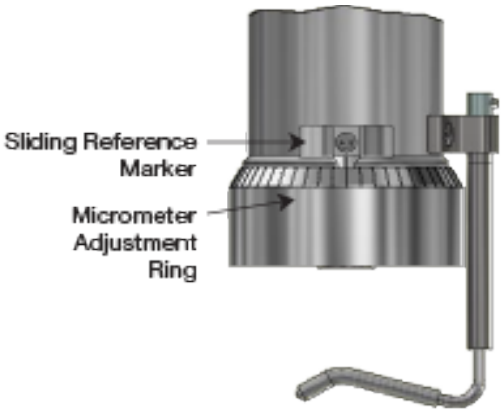

Figure A-1
- If the contact light (yellow) is illuminated, turn the micrometer adjustment ring clockwise (as you look down on the instrument) until the light is no longer illuminated (see Figures A-1 and A-6).
- Adjust the sliding reference marker, right or left, to the closest full scale division mark (see Figure A-1).